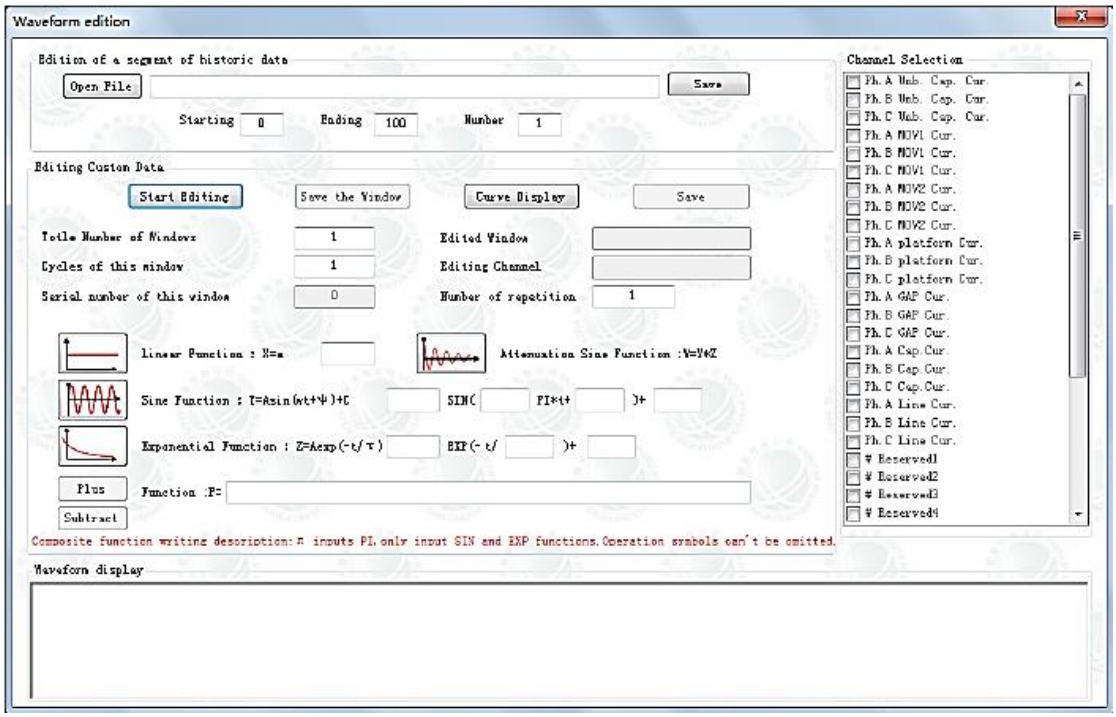

Figure 4-3: Waveform edition
Step1: Click button **"Waveform Edition"** or the icon. The window **"Waveform Edition"** will pop-up, showing as **Figure 4-3** Waveform edition.